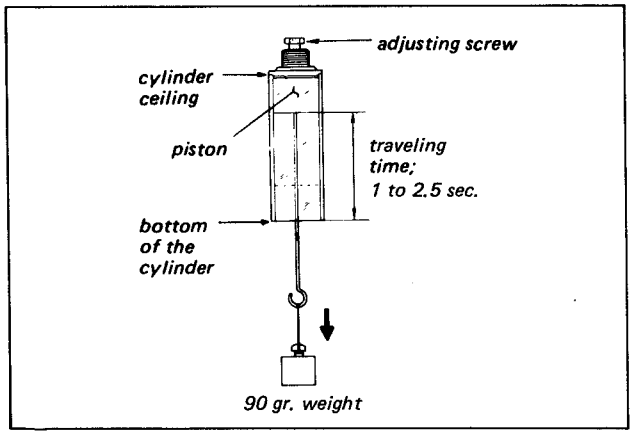

Fig. 7-2. Air damper speed adj.
3. Measure the time required for the piston to drop from the top of the cylinder to the bottom. Travel time should be 1 to 2.5 seconds. If not, adjust the adjusting screw shown in Fig. 7-2.